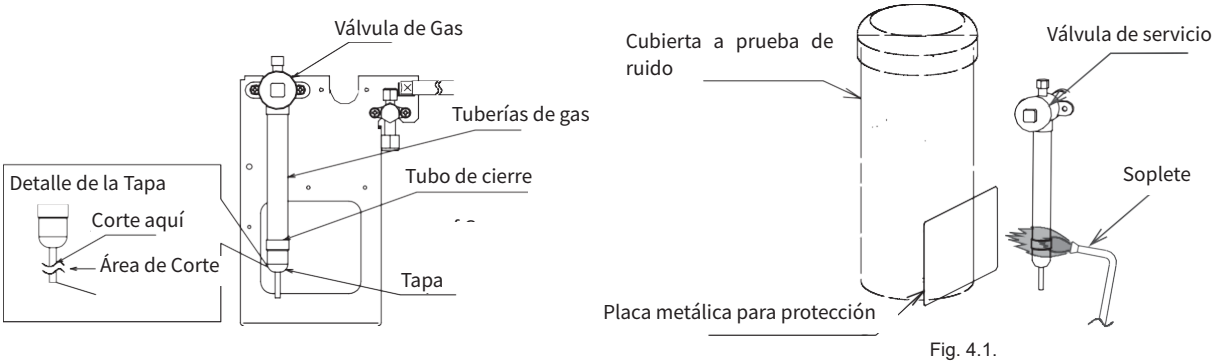

Fig. 4.1.
(1) Asegúrese de que las válvulas de servicio estén completamente cerradas.
(2) Proteja el compresor y la cubierta insonorizada con la placa de metal durante la soldadura fuerte de la tubería de gas como se muestra en la Fig. 4.1. Preste atención a la llama del soplete para no quemar el cuerpo de la válvula de servicio.
(3) Conecte la unidad interior y la unidad exterior con la tubería de refrigerante. Asegure las tuberías y evite que las tuberías de refrigerante entren en contacto con las áreas frágiles del edificio, como la pared, el techo, etc. La vibración del tubo puede emitir un sonido anormal.
(4) En cuanto al trabajo de antorcha de la tubería de campo, utilice el par de apriete especificado en la Tabla 4.2. Inyecte el gas nitrógeno en el tubo durante la soldadura fuerte.
(5) Aísle completamente la tubería de gas y la tubería de líquido.
(6) Monte la cubierta de la tubería equipada con la unidad exterior después de la conexión de la tubería. De lo contrario, la unidad puede dañarse debido a la entrada de nieve o agua de lluvia